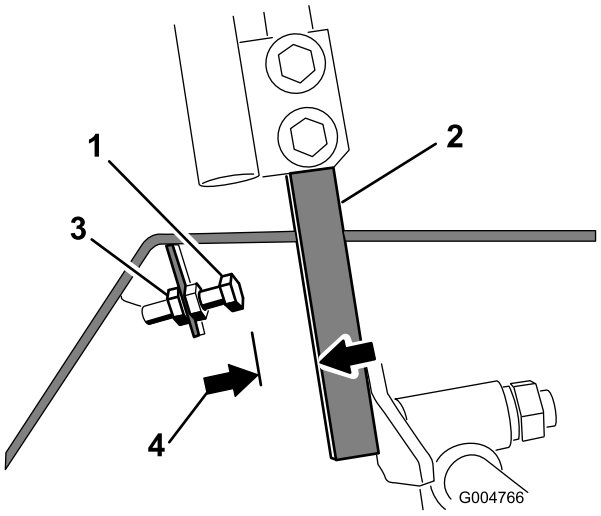

Figura 57
4. Afloje la contratuerca del perno de tope de una palanca de control (Figura 57).